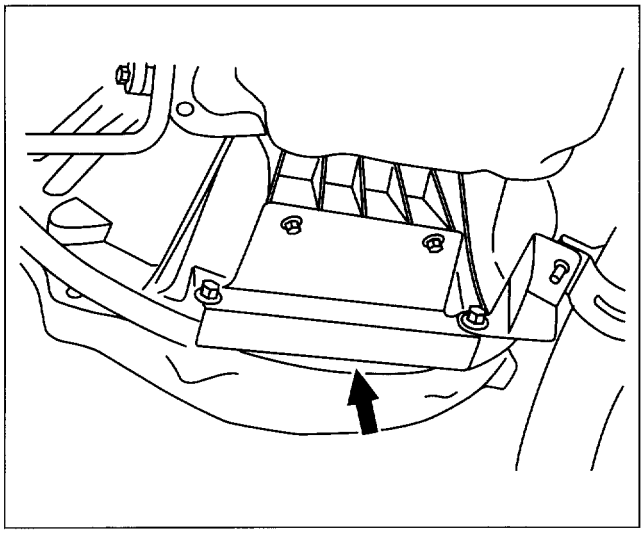

Figure 40. Under Cover
17. Under cover from converter housing (figure 40).
6. Under cover (figure 40).